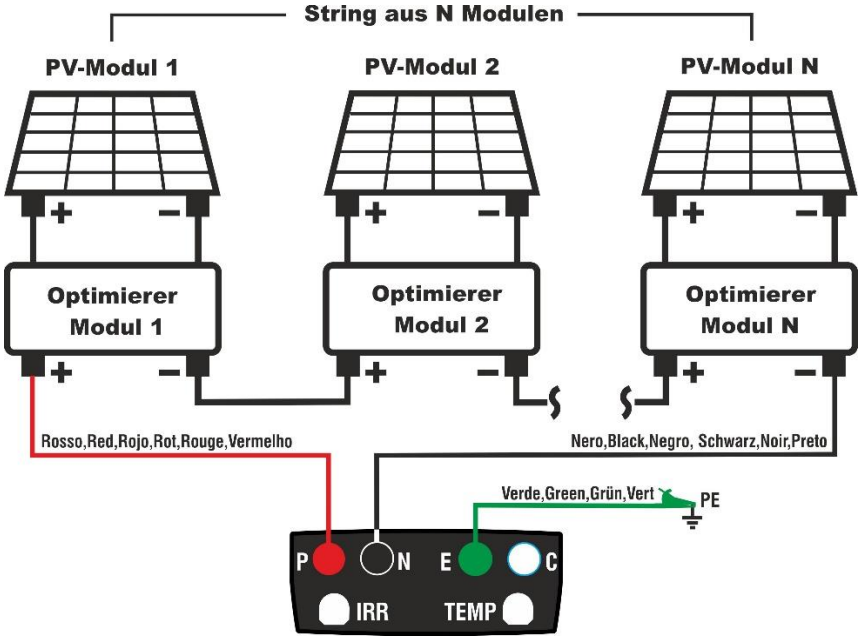

Abb. 10: Anschluss für Isolationsmessung mit Optimierern
5. Verbinden Sie das Instrument mit dem Ausgang der Reihe von Optimierern, die mit dem zu testenden String verbunden sind, wie in Abb. 10. Genauer gesagt, verbinden Sie den positiven Polausgang von dem **ersten Optimierer** mit dem Anschluss P sowie den negativen Pol vom letzten **Optimierer** den Anschluss N und Anschluss E an die Haupt-Massereferenz des Systems
4. Verbinden Sie das Instrument mit dem Ausgang der Reihe von Optimierern, die mit dem zu testenden String verbunden sind, wie in Abb. 10. Genauer gesagt, verbinden Sie den positiven Polausgang von dem **Erster Optimierer** mit den Eingang P, den negativen Pol vom **letzten Optimierer mit dem Eingang** N und Eingang E an die Haupt-Massereferenz des Systems